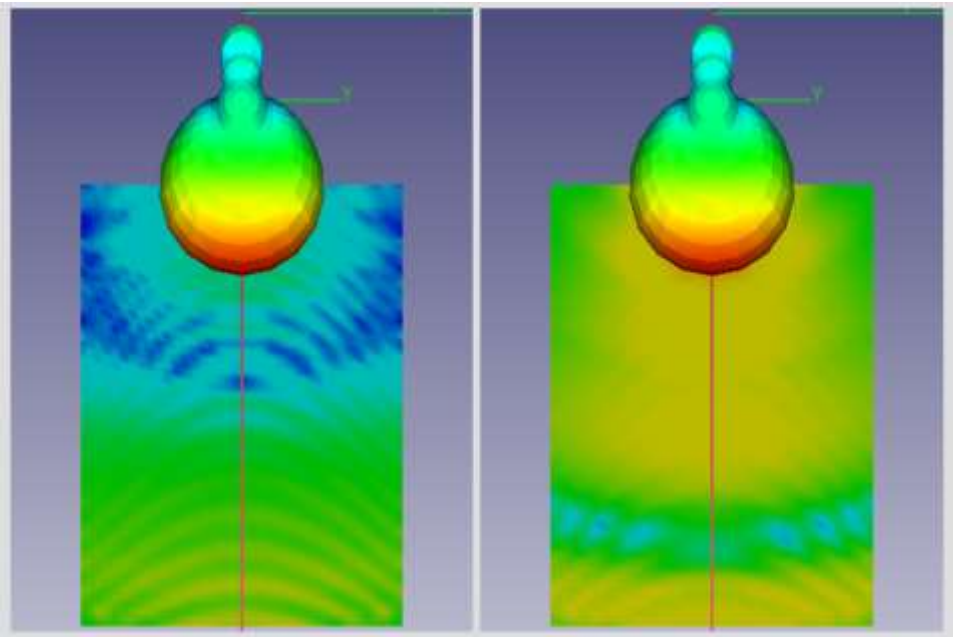

Рис. 6.19. Вывод компонентов ближнего поля в плоскости
- Установите ***Result Component*** на ***Scattered Field*** и наблюдайте, как изменяется плоскость наблюдения (левое изображение рис. 6.19).
- Установите ***Result Component*** как ***Total Field*** (рис. 6.19, справа).